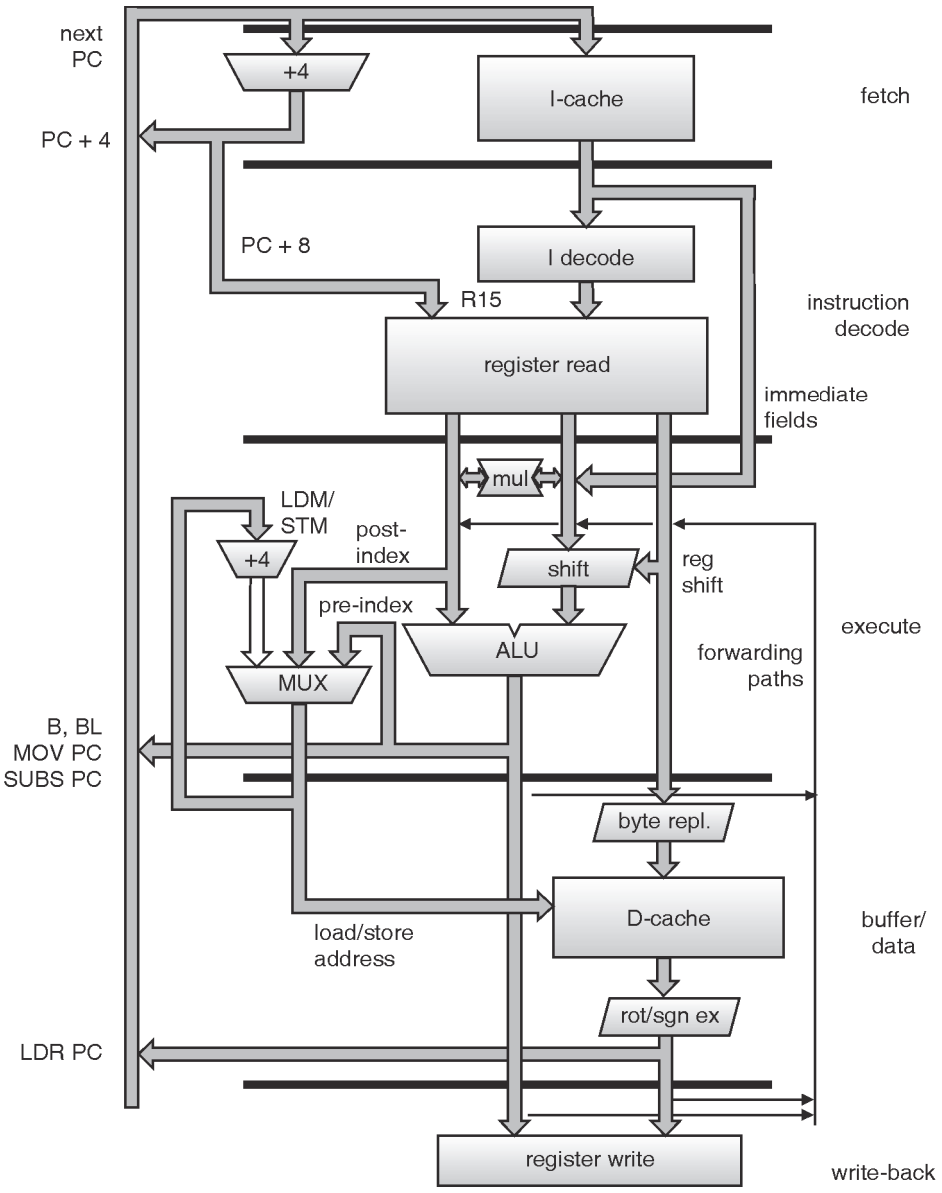

Fig. 2.2.1 : 5 stage pipeline of ARM9
- The ARM9 architecture is slightly different than the ARM architecture seen in the previous chapter. Fig. 2.2.1 shows the 5-stage pipeline organization of the ARM9 processor.